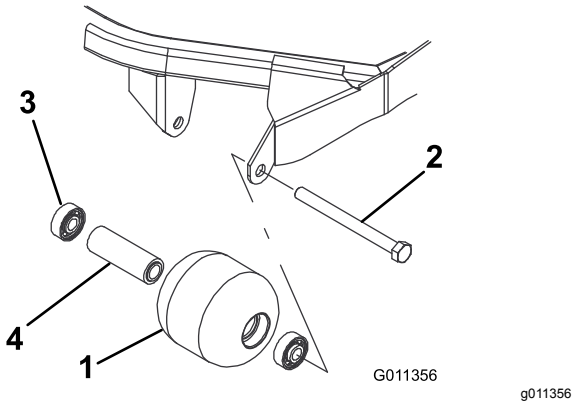

Figur 86
1. Avlägsna rullarnas fästbultar (Figur 86).
4. Kontrollera att rullkåpan, lagren och lagrets distansbricka är i gott skick (Figur 86). Byt ut skadade delar och montera ihop igen.
1. Tryck in det första lagret i rullkåpan (Figur 86). Tryck endast på den yttre lagerbanan eller lika mycket på den inre och yttre lagerbanan.
2. För in distansbrickan (Figur 86).
3. Tryck in det andra lagret i rullkåpan (Figur 86) genom att trycka lika mycket på den inre och den yttre lagerbanan tills den inre lagerbanan kommer i kontakt med distansbrickan.